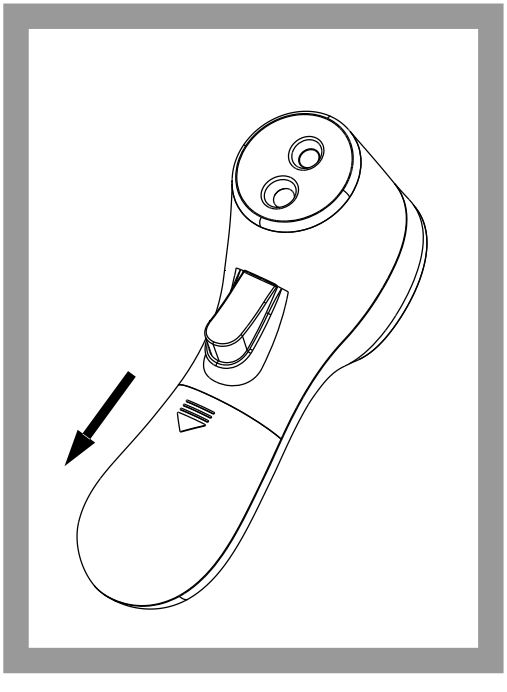

Рисунок 9.
2. Сдвиньте крышку отсека батареи вниз, как показано на рис. 9.